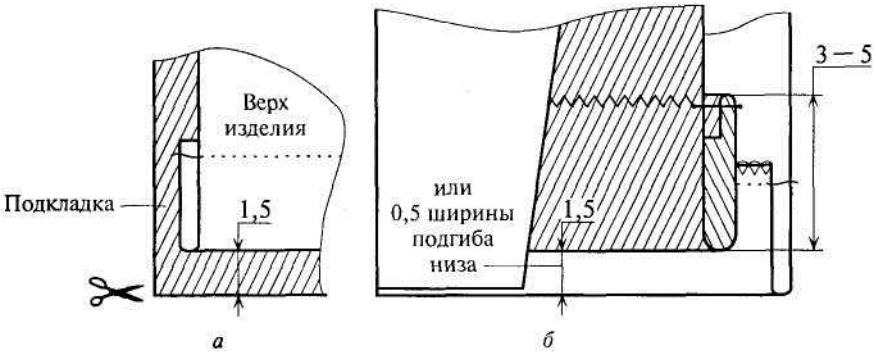

Рис. 100
- Нижний срез подкладки подрезают, разложив пальто подкладкой вниз (рис. 100, а).
- Подогнутый край подкладки должен перекрывать край подгиба низа верха на 1,5 см в готовом виде или половину ширины подгиба низа изделия (рис. 100, б).
- Обрабатывают низ подкладки швом с закрытым срезом (ширина подгиба низа 3—5 см), застрачивая припуск зигзагообразной строчкой (см. рис. 100, б).